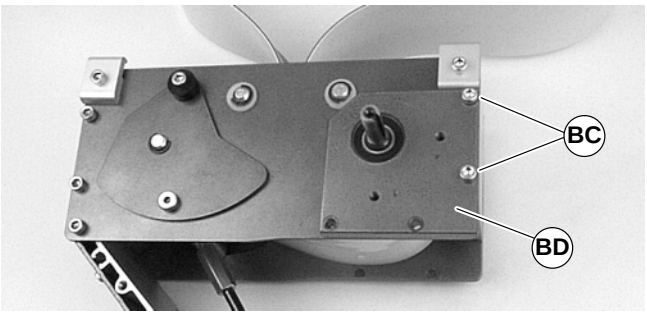
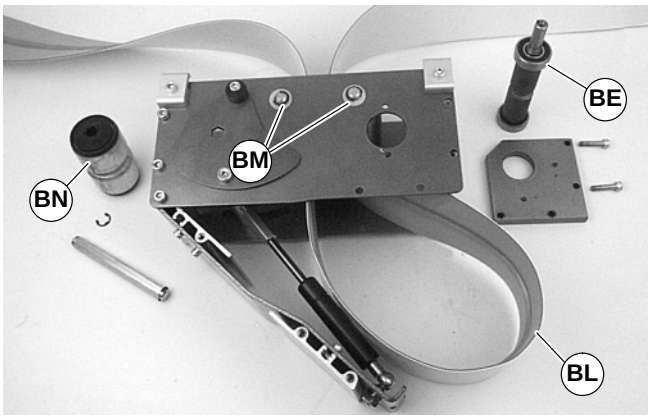

Abbildung 27
Abbildung 33
1. Die Antriebsplattenschrauben (BC in Abbildung 27) entfernen. Die Spannplatte zum Antrieb (BD) entfernen.
2. Die Gurtschlaufe (BL siehe Abbildung 33) in das Antriebsmodul zwischen die oberen Umlenkrollen legen (BM).
3. Die Umlenkrolle mit Nut (BN siehe Abbildung 33) in die Gurtschlaufe legen und in das Antriebsmodul installieren. Lesen Sie unter „Entfernen des Gurtes vom Antriebsmodul“ auf Seite 12 nach und führen Sie den Schritt in umgekehrter Reihenfolge aus 3.
4. Die Antriebsrolle (BE siehe Abbildung 33) in die Gurtschlaufe legen und in das Antriebsmodul installieren. Lesen Sie unter „Entfernen des Gurtes vom Antriebsmodul“ auf Seite 12 nach und führen Sie die Schritte in umgekehrter Reihenfolge aus 1 und 2. Die Schrauben (BC siehe Abbildung 27) mit 9 Nm festziehen.